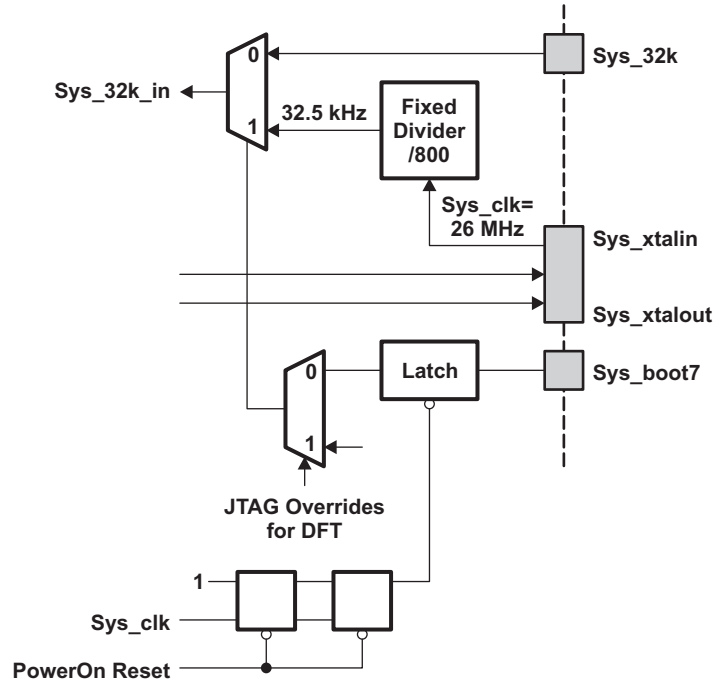

Figure 5-5. 32-kHz Clock Generation
- The 32-kHz clock can be generated using one of the following options and can be selected via the sys_boot7 pin. See Figure 5-5.